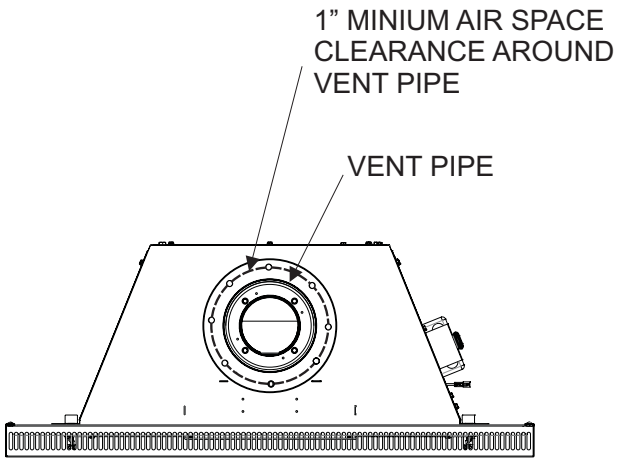
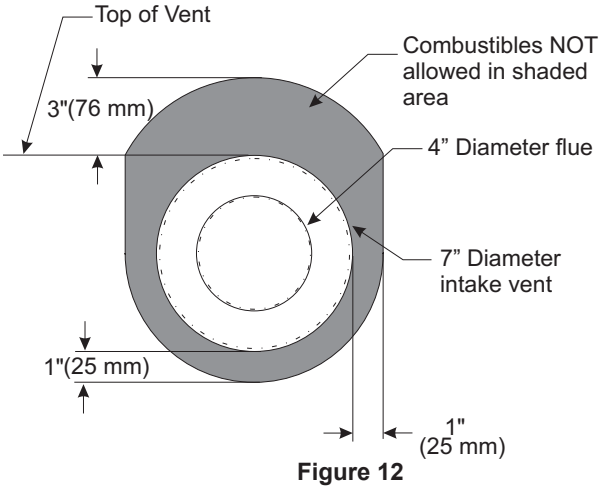

**Figure 11**
**Figure 12**
**Note:** Maintain one inch (1”) of clearance around vertical vent pipe. **See Figure 11**. For horizontal vent, maintain a minimum 1” clearance to the bottom and sides of the vent, and 3” clearance to combustibles above the vent pipe. **See Figure 12.**